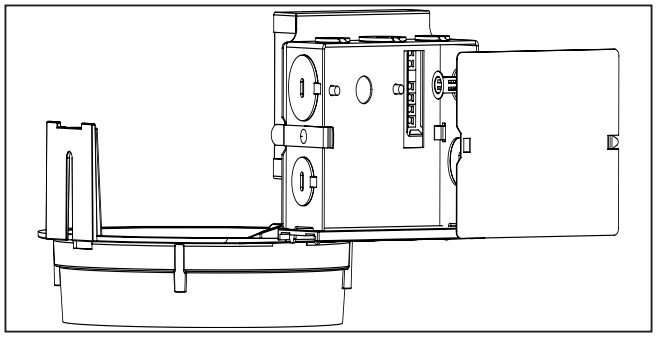

Figura 5.
4. Conecte los cables del terminal de suministro a los cables del terminal de la caja de derivación (entrada, neutro y a tierra) en la luminaria utilizando las tuercas para cables del tamaño correcto. Tenga cuidado de no dejar ningún conductor pelado fuera de las tuercas para cables. (Figura 5.)